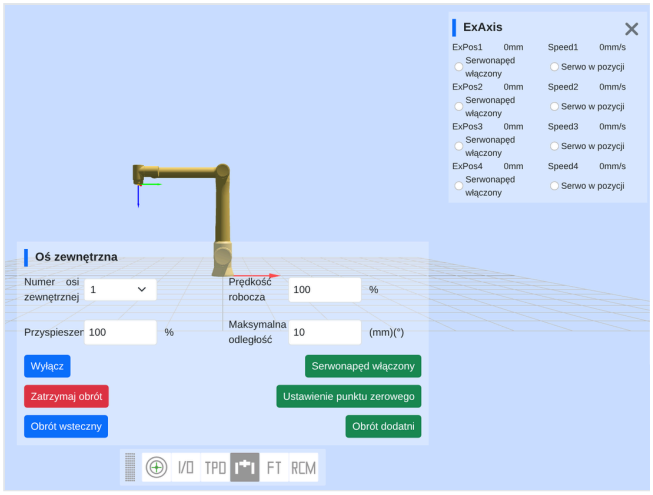

Rys. 62. Panel Oś zewnętrzna (na dole) i podgląd ExAxis (u góry po prawej).
2. Otwórz panel **Oś zewnętrzna** *(External axis)*: dolny pasek, ikona osi (rys. 62). Ustaw **Numer osi zewnętrznej**: 1 i kliknij **Serwonapęd włączony** *(Enable)*. W podglądzie ExAxis zaświeci się zielona kropka przy Serwonapęd włączony: napęd osi jest włączony.